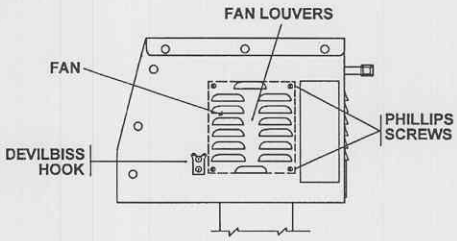

Figure 3-11. Fan assembly removal.
(9) Remove the four Phillips screws and lockwashers fastening the fan assembly to the right side of the control/pump module (fig 3-11). Remove the fan and set it aside.